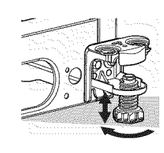

Figure 4
3. For models equipped with an anti-tip bracket, lower it clockwise until it contacts the floor (Figure 4).